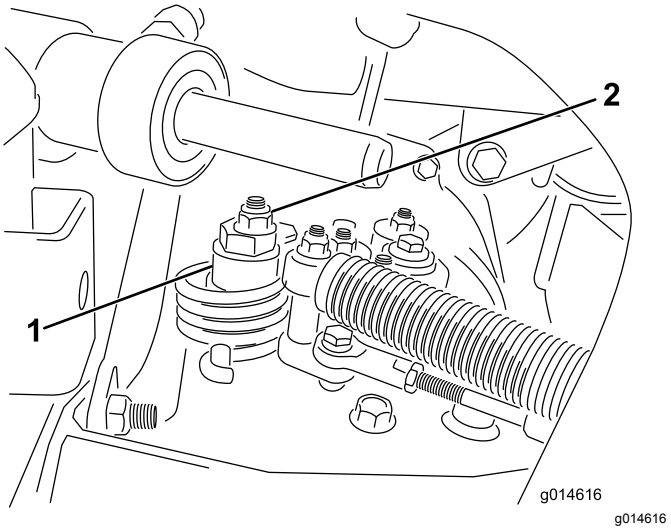

Figur 35
A. Lossa muttern som fäster excenterbulten på hydrostatens ovandel (Figur 35).
C. Vrid excenterbulten tills maskinen inte kryper i någon riktning. När hjulet slutar rotera drar du åt muttern som låser excenterbulten och justeringen (Figur 35). Kontrollera justeringen med gasreglaget i det LÅNGSAMMA och det SNABBA läget.